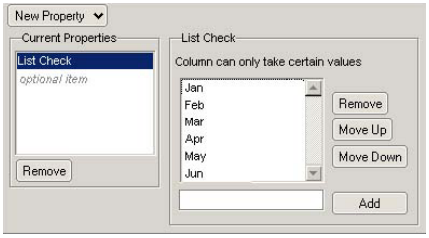

Figure 19: Column Info Window with List Check
5. Continue arranging the list by clicking **Move Up** or **Move Down**, as shown in Figure 19.